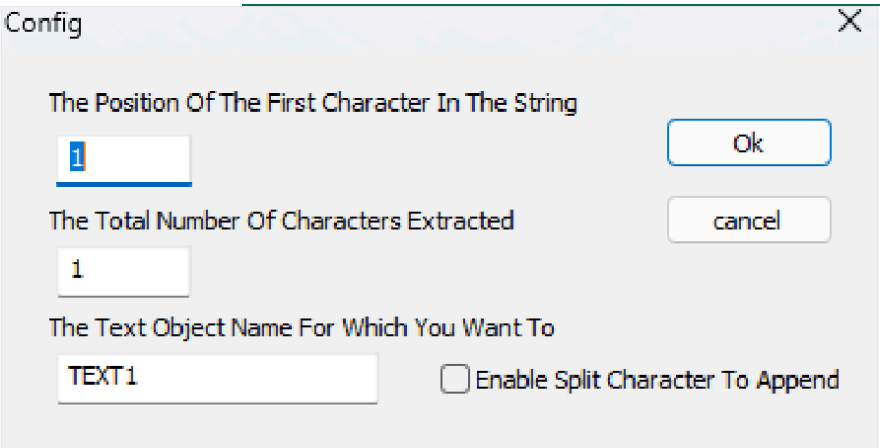

Figura 11-38
3. Al hacer clic en "Agregar", aparecerá el cuadro de diálogo de la Figura 11-38. En este ejemplo, se extraen dos caracteres a partir del primer carácter del texto variable para reemplazar el contenido de la entidad de texto fijo con el nombre indicado.